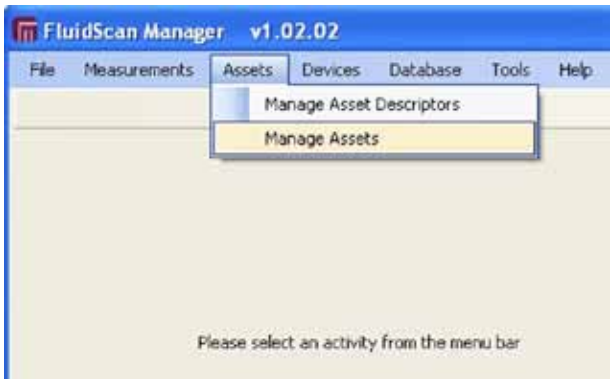

Figure 2.7-1, Manage Assets Drop-Down Menu
2. On the main menu, select **Manage Assets** from the "Assets" drop-down menu, Figure 2.7-1.